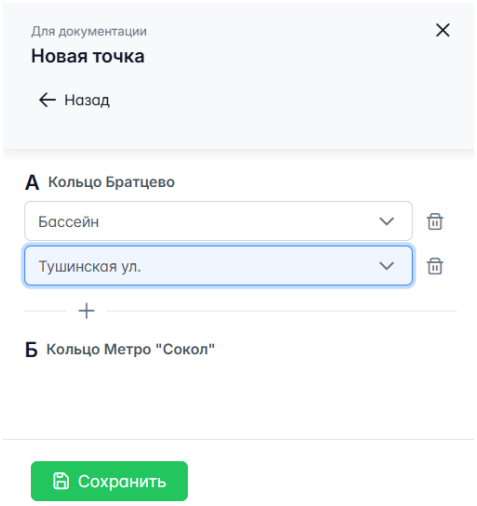

Рисунок 103 – Создание нескольких точек
8.4. Выбрать остановку, через которую необходимо проложить маршрут. Можно добавить любое количество промежуточных точек маршрута, выполнив описанные выше действия. Любую добавленную точку можно удалить, нажав на справа от неё (рисунок 103).